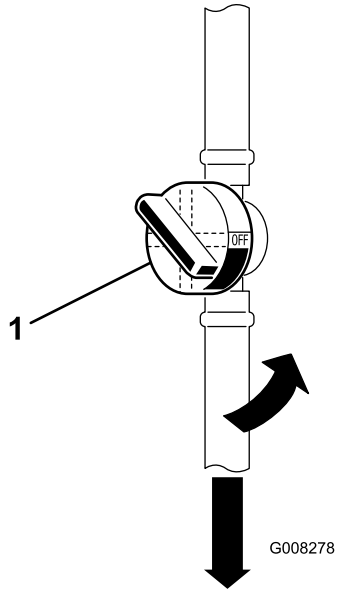

Figuur 28
6. Sluit de brandstofafsluitklep (Figuur 28).
7. Druk de uiteinden van de slangklemmen naar elkaar toe en schuif ze weg van het oude brandstoffilter (Figuur 28).